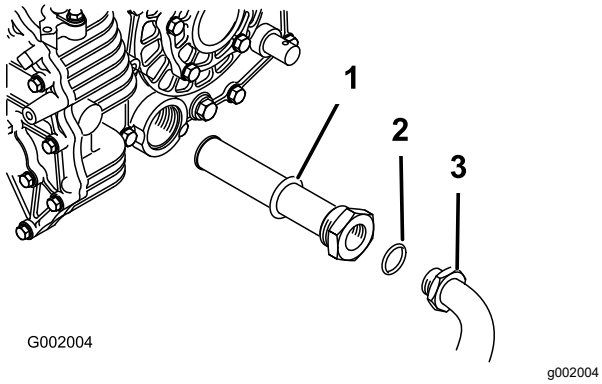

Figure 57
5. Déposez le flexible hydraulique et le raccord à 90° (Figure 57).